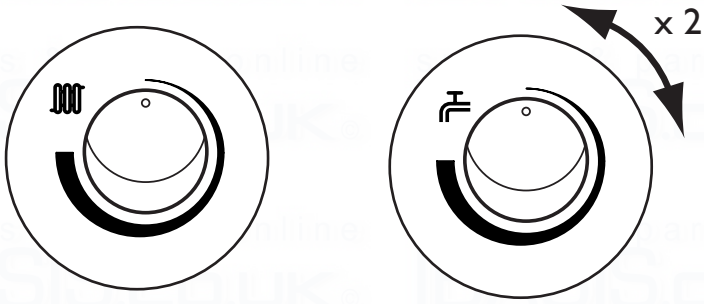

Fig. 62
5. Turn both temperature control knobs fully anticlockwise, then quickly turn the DHW temperature knob 1/4 clockwise twice and back fully anticlockwise (Fig. 62).